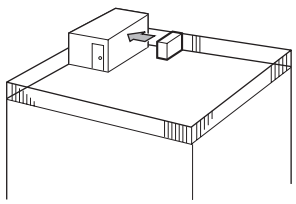

Fig. 3-2
① Face the air outlet towards the nearest available wall about 50 cm away from the wall. (Fig. 3-2)